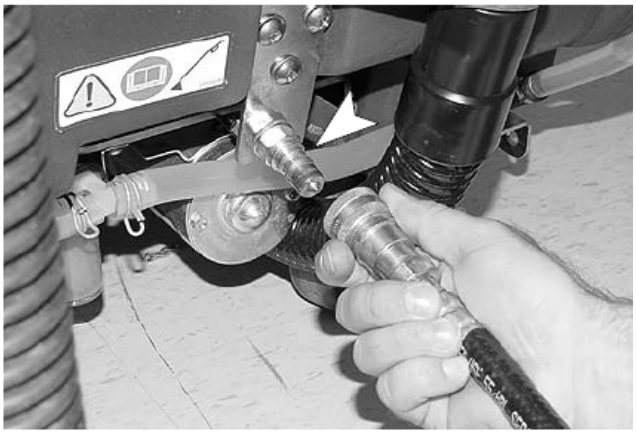

図45
1. ブリーダーホースを、アクセサリーツール洗浄液ホースカプラーに接続します（図45）。